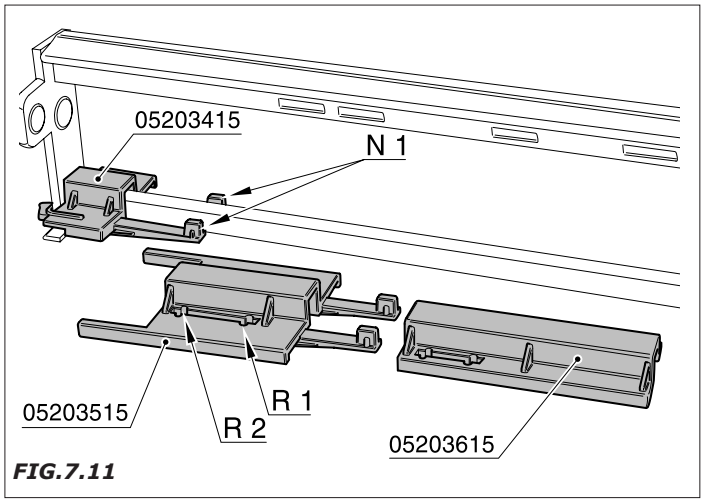

FIG.7.11
- Componentes necesarios para calibrado 0,25 *(Fig.7.11)*